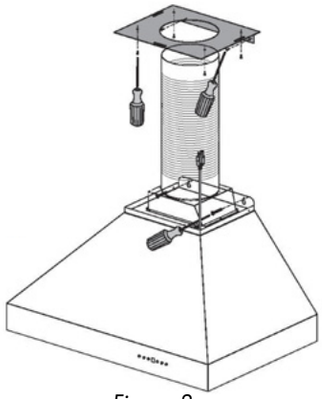

Figure 8
9. Mark the mounting points and install the two mounting screws provided leaving the heads out ¼″ to mount the hood. *Figure 8*